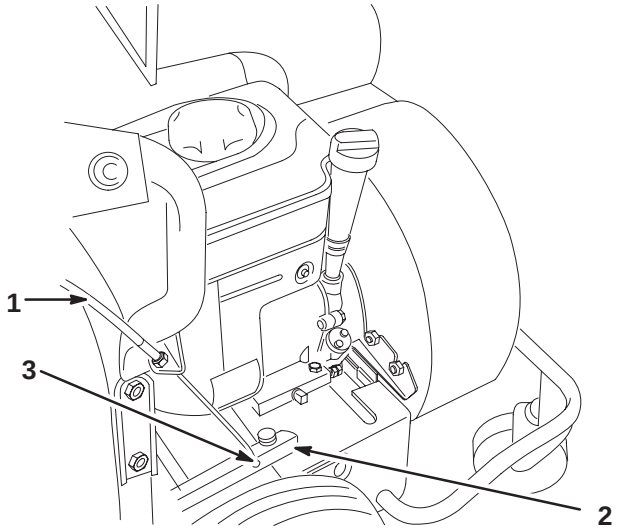

Bild 4
5. Haken Sie das untere Ende (Kugelende) des Fahrantriebshebelkabels in den Schlüssellochschlitz am Arm der Fahrantriebs-Schutzvorrichtung ein (Bild 4).
6. Befestigen Sie die Kugel mit einer Schraube und Mutter im Schlüssellochschlitz (Bild 4).